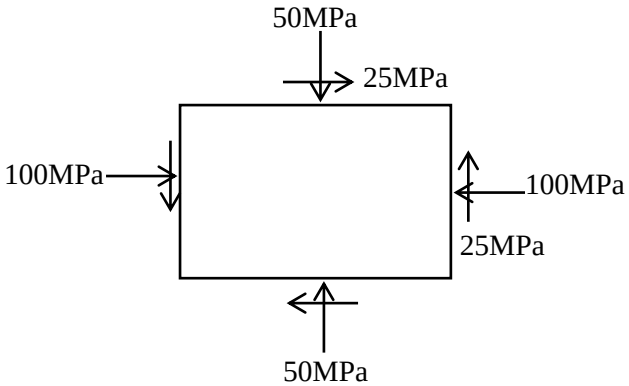

Fig. 3 Q: 4(a)
Q.4 **(a)** A machine component is subjected to the stresses as shown in the fig. 3. Find normal and shear stresses at section 60˚ with X-X axis. Find also the resultant stress on the section. **07**